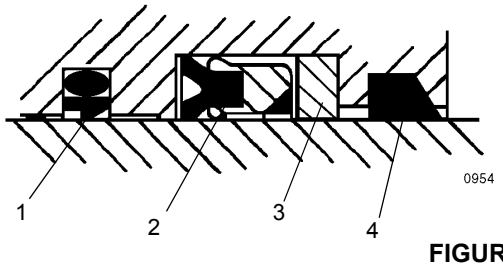

FIGURA 2-36
4. Instale los anillos de desgaste, el sello intermedio y el sello profundo en Z de varilla de repuesto en el interior de la cabeza. Asegúrese que el reborde del sello intermedio esté cerca al sello profundo en Z de la varilla (Figura 2-36). Asegúrese que la ranura del borde del sello profundo en Z de varilla esté más cerca al sello intermedio.